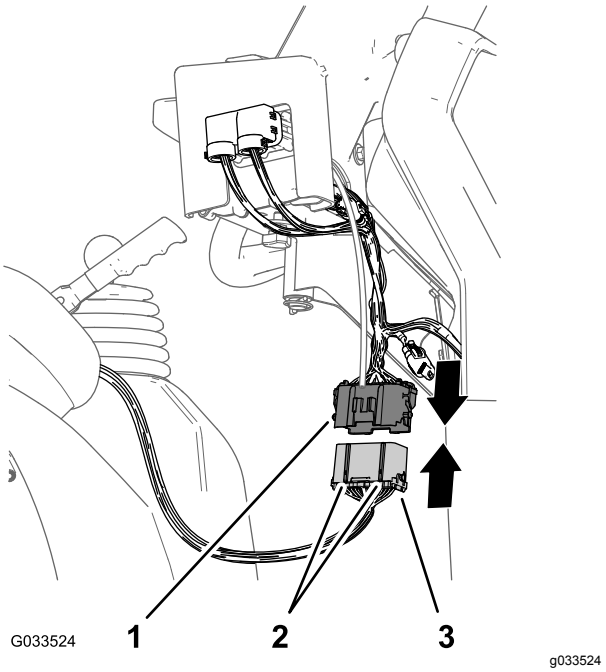

Figur 23
1. Rikta in de två kilarna på sprutans bakre kablagekontakt med 38 stift efter de två kilspåren på det främre kablagets kontakt med 38 uttag som är ansluten till styrkonsolen (Figur 23).
2. Anslut den bakre kablagekontakten till den främre kablagekontakten och kontrollera att spärrhakarna på kontakterna snäpper ihop (Figur 23).